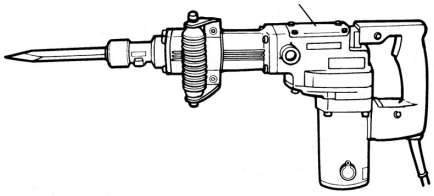

Fig. 5
(1) Enlever le couvercle du carter et essuyer la graisse à l'intérieur. (Fig. 5)
(2) Appliquer 1.1 oz (30 g) de graisse pour marteau électrique HITACHI A (accessoires sur option, en tube) au carter.
(3) Après avoir fait le plein de graisse, installer fermement le couvercle du carter.